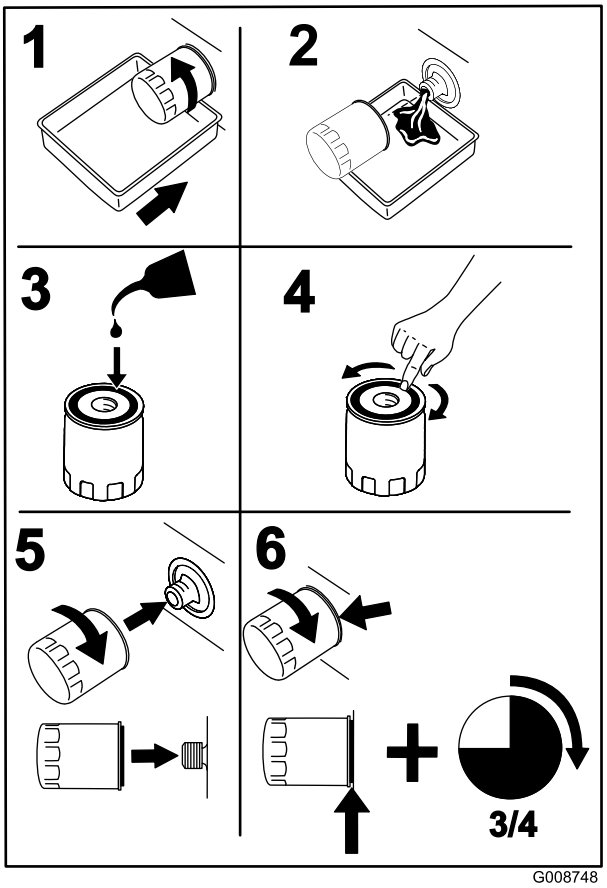

Figur 42
4. Placera ett avtappningskärl under oljefiltret och vrid filtret moturs för att ta bort det (Figur 42).